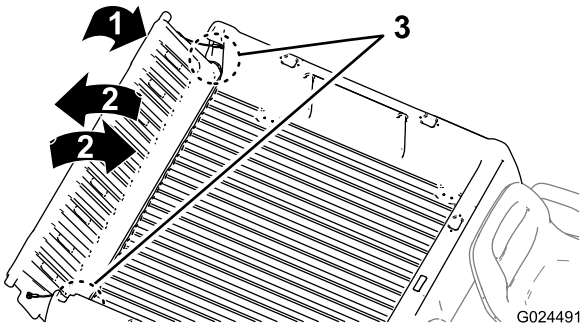

Figuur 12
2. Draai de achterlaadklep ongeveer in de 45°-stand (Figuur 12).
3. Beweeg de achterlaadklep enkele keren heen en weer met korte, schokkende bewegingen (Figuur 12).